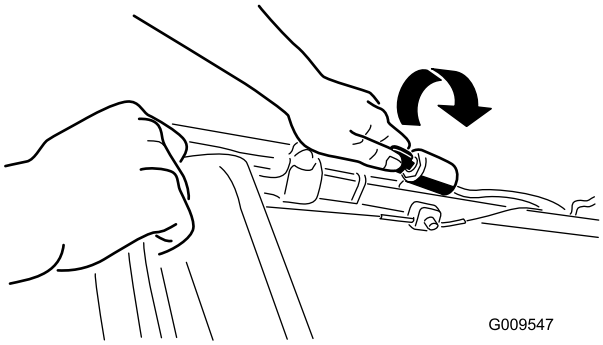
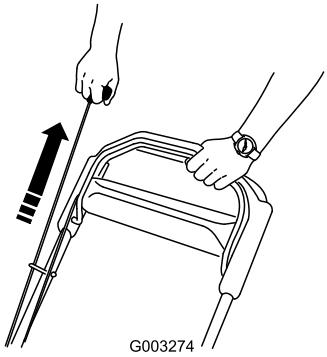

**Figuur 14**
**Figuur 15**
2. Draai het contactsleuteltje (Figuur 14) of trek aan de handgreep van het startkoord (Figuur 15).
**Opmerking:** Trek de starthandgreep langzaam uit totdat u weerstand voelt, daarna krachtig uittrekken (Figuur 15). Laat het koord langzaam terugkeren.